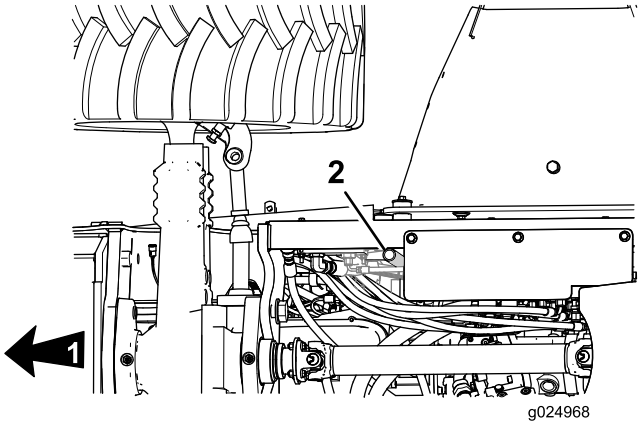

Figura 66
1. Inspecione o tubo de respiro do cárter (Figura 66) em busca de borra, detritos ou gelo no interior do tubo.